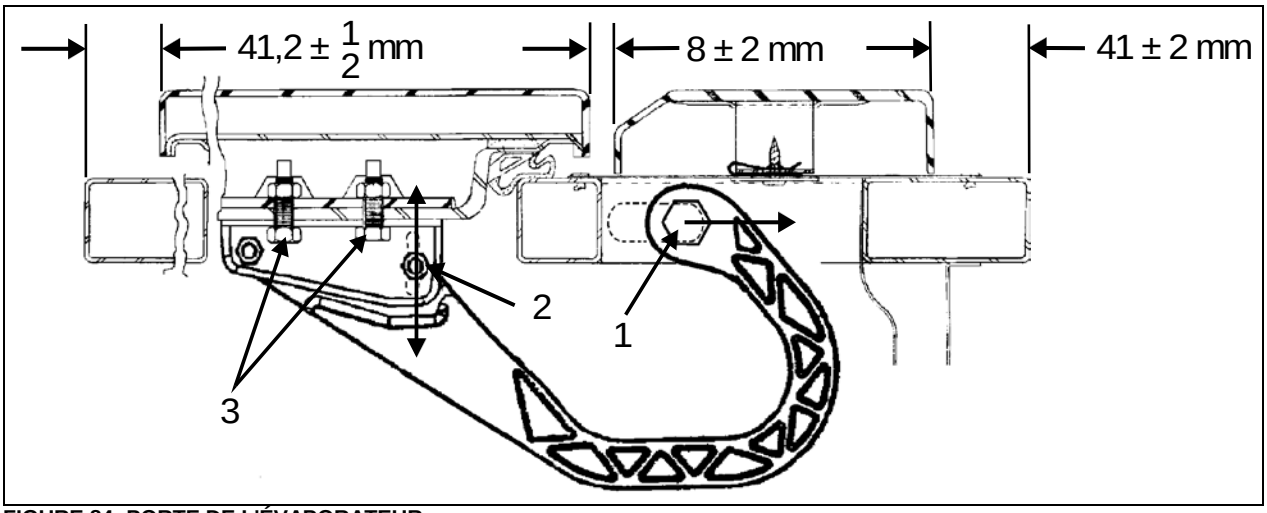

FIGURE 84: PORTE DE L'ÉVAPORATEUR
2. Desserrer l'écrou (1, Figure 84).
4. Serrer l'écrou (1, Figure 84).
5. Desserrer l'écrou (2, Figure 84). La charnière permet à la porte de bouger vers l'intérieur ou l'extérieur.
7. Desserrer les vis (3, Figure 84). Les vis permettent de déplacer la porte vers le haut ou le bas.